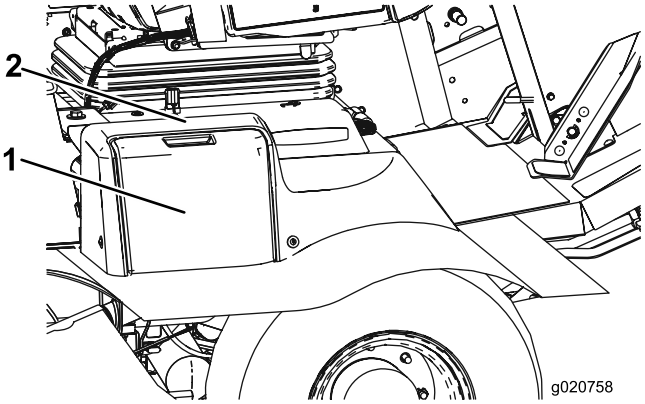

Figuur 54
1. Open het accudeksel (Figuur 54) aan de zijkant van het scherm.
Opmerking: Druk op het vlakke deel boven het accudeksel om het deksel gemakkelijker te kunnen wegnemen (Figuur 54).